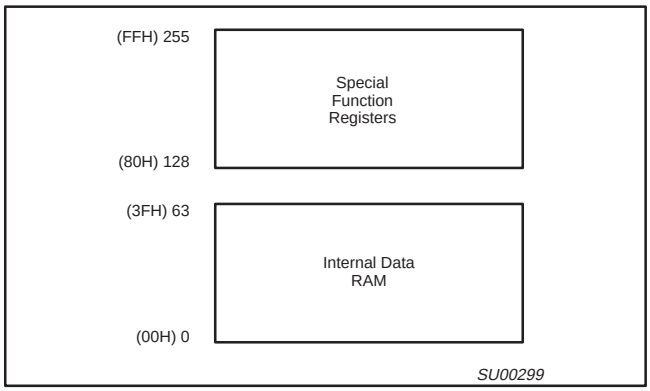

Figure 3. Memory Map
The central processing unit (CPU) manipulates operands in two address spaces as shown in Figure 3. The part's internal memory space consists of 2k bytes of program memory, and 64 bytes of data RAM overlapped with the 128-byte special function register area. The differences from the 80C51 are in RAM size (64 bytes vs. 128 bytes), in external RAM access (not available on the 83C751), in internal ROM size (2k bytes vs. 4k bytes), and in external program memory expansion (not available on the 83C751). The 128-byte special function register (SFR) space is accessed as on the 80C51 with some of the registers having been changed to reflect changes in the 83C751 peripheral functions. The stack may be located anywhere in internal RAM by loading the 8-bit stack pointer (SP). It should be noted that stack depth is limited to 64 bytes, the amount of available RAM. A reset loads the stack pointer with 07 (which is pre-incremented on a PUSH instruction).